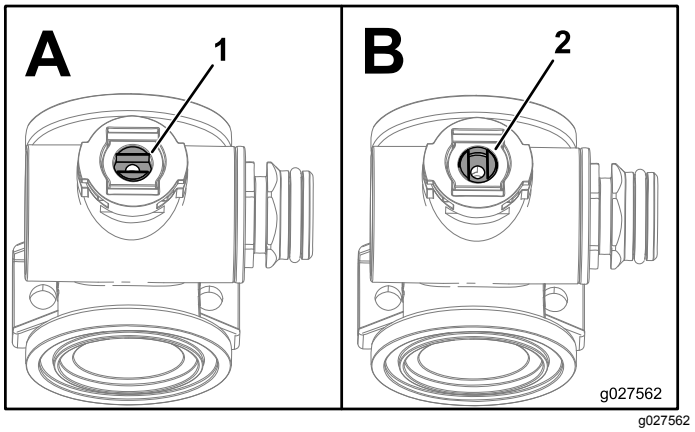

Figur 122
1. Placera ventilskaftet så att ventilen är stängd (B i Figur 122).